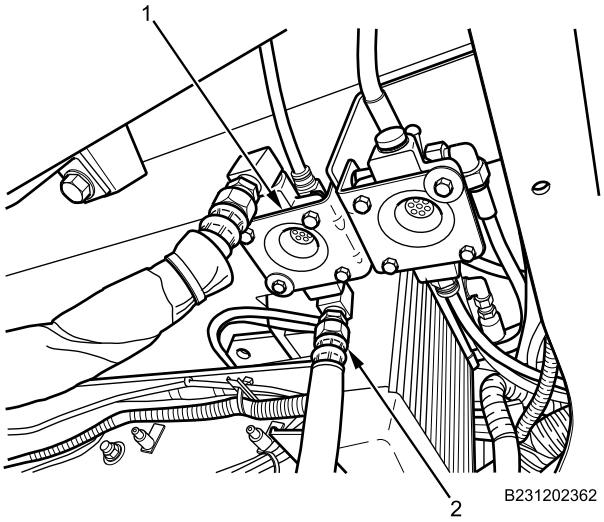

Figure 2. Quick Release Valve.
4. Remove parking brake air hose (Figure 2, Item 2) from quick release valve (Figure 2, Item 1) on frame rail.